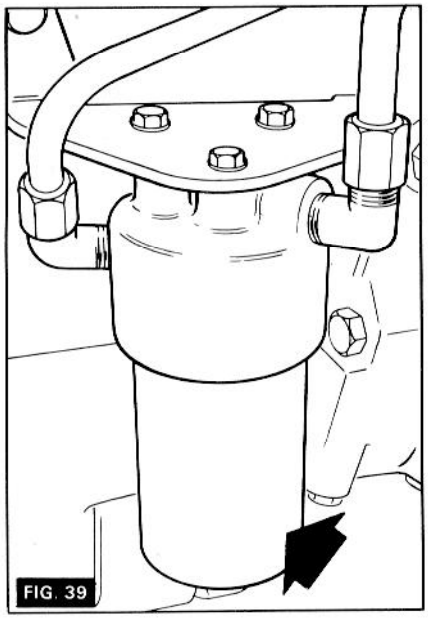

FIG. 39
3. Démonter la cuve du filtre (Fig. 39) et remplacer l'élément.